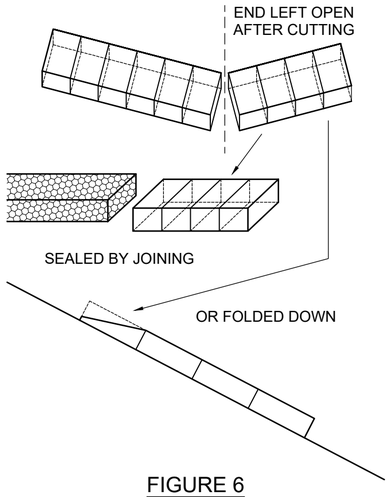

FIGURE 6
4.1 MATTRESSES CAN BE SHORTENED BY CUTTING OFF A NUMBER OF COMPARTMENTS. THE OFF-CUT, WHICH HAS AN OPEN END, CAN BE USED IN TWO WAYS : BY WIRING IT DIRECTLY TO A WHOLE MATTRESS TO LENGTHEN IT; OR SEPARATELY AS A SHORT LENGTH TO FIT A PARTICULAR WIDTH NEEDED. IN THE LATTER CASE, THE OPEN END IS FINISHED AFTER FILLING, BY FOLDING THE SHORT SIDES AND THE TOP DOWN TO FORM A WEDGE SHAPE AND WIRING DOWN. ON SLOPES, THIS END SHOULD BE AT THE TOP (FIGURE 6).